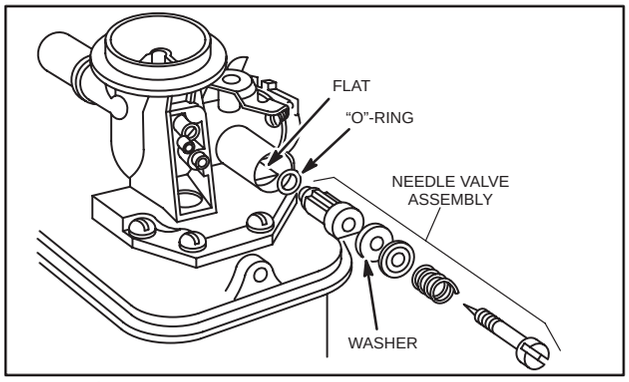

Fig. 227 – NEEDLE VALVE ASSEMBLY, PRESSED-IN-TYPE
NOTE: Some zinc carburetors use pressed-in needle valve assembly, Fig. 227. See next subject heading "To Remove Needle Valve Assembly – Pressed-in Type" for removal procedure.
4. Remove inner "O"-ring, Fig. 227.